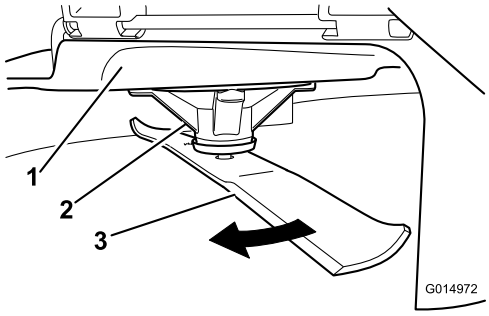

Figur 53
2. Bär tjocka vadderade handskar eller annat lämpligt handskydd och rotera långsamt kniven till ett läge som gör det möjligt att mäta avståndet mellan knivseggen och den plana yta som maskinen står på (Figur 53).